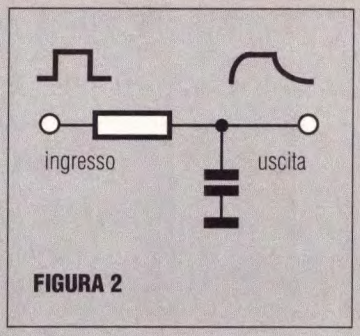

FIGURA 2
3. Il circuito riportato in Figura 2, viene spesso usato nei circuiti di controllo e, più in generale, in quelli di bassa frequenza. Qual'è il nome di questo tipo di circuito?